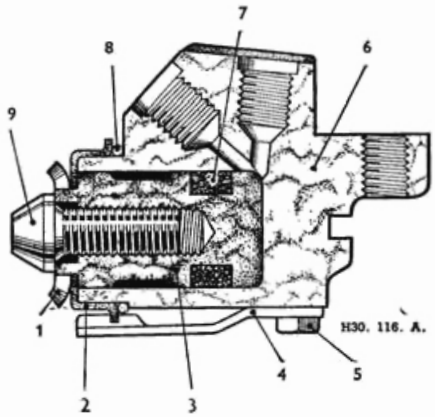

Fig. M.4.
Each front wheel cylinder (Fig. M.4) consists of a body (6) formed with a blind bore to accommodate a piston (3) which carries a serrated dust cover (2), a dust sealing ring, and a toothed clicker wheel (1). The piston is grooved to admit a taper seal (7), and is formed with a tapped bore into which an adjusting screw (9) is threaded. A clicker spring (4) is attached to the body by two screws (5) and engages with the serrated dust cover to lock the adjustment in any desired position.